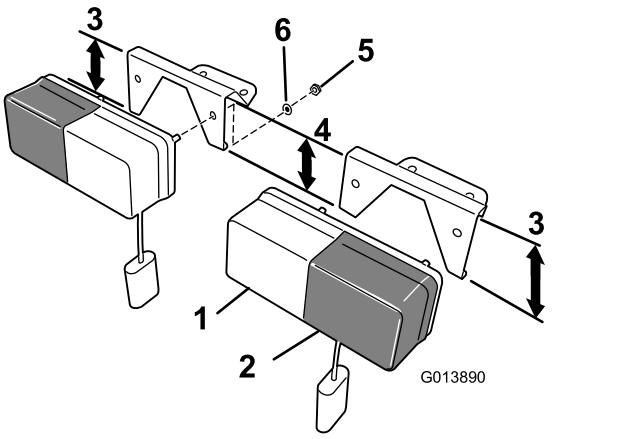

Figur 4
2. Fest lampen til braketten med festene du fjernet tidligere (Figur 4).
Merk: Påse at den gjennomsiktige linsen (posisjonslys) er plassert på innsiden og den gule linsen (blinklys) er plassert på utsiden (Figur 4).
Merk: Brakettene kan gjenkjennes ved hjelp av vinkelen på den fremste platen og et lengre støttebein som alltid er utvendig (Figur 4).